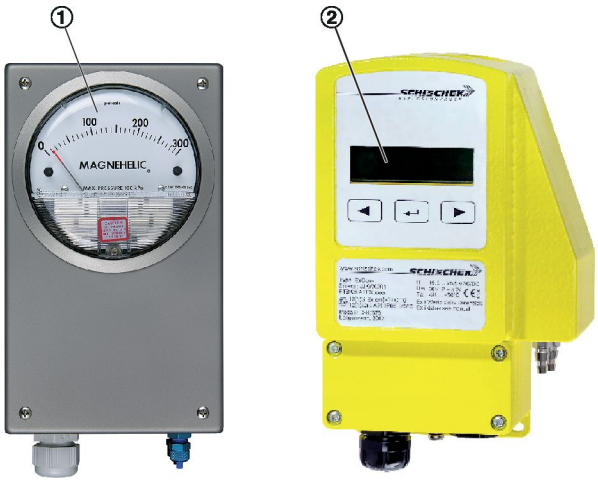

Fig. 19: Analogue and digital differential pressure measuring devices
- Read the differential pressure on the analogue gauge (Fig. 19/1) or on the digital display (Fig. 19/2).